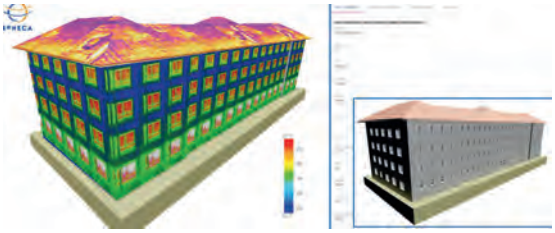

Figure 3, 3D building geometries visualised and managed online within the web-GIS platform; LOD1 (top left), LOD2 (top right) and LOD3 (bottom).
▲ *Figure 3, Difference to the reference in height elevation.*
Matterport is a product that lies between the two worlds of terrestrial scanning and mobile mapping. It combines a tripod-mounted depth camera system with cloud services that offer automated data post-processing. The scarcity of points in Figure 3 does not indicate that there is something amiss. On the contrary, the cloud is already thinned for 3D modelling purposes, and its accuracy – although less than that delivered by ZEB1 and Stencil – is undoubtedly adequate for various applications. On the downside, the 6-metre sensor range forces the user to do a lot of footwork.
There are multiple ways that may be used to differentiate the methods in terms of point cloud accuracy and precision. Differences can be sought between two point clouds A and B, between two similarly cut subsets of these point clouds, or between control points. In this comparison the authors have used the first two approaches. Figure 3 shows a subset of a point cloud, i.e. a ramp floor, captured in a car park. Note how the closest point accuracy behaves for different methods.
The 3D building models and the linked non-spatial information are stored in two different data containers. Efficient managing of both data containers may be done through a service platform accessible from a web-based client. In collaboration with Trilogis Srl, the authors developed a dedicated web-GIS platform based on the NASA Web World Wind API to store, access, analyse and update the heterogeneous information linked to the 3D building models. The main potentialities of the approach include: (1) 3D navigation, data visualisation and rendering, including sources of artificial night-time light and thermal maps; and (2) data query and editing, displaying non-spatial data in pop-up windows where information can be edited, enriched and updated. An example for the city of Trento is shown in Figure 3.
▲ *Figure 3, The class diagram of the LADM sub-package 'Survey and Representation'.*
The 'Survey and Representation' sub-package has a special focus on geodata acquisition and the infrastructure of cadastral properties. The sub-package facilitates a structure to store and manage all related objects, such as spatial sources and spatial data (Figure 3). The sub-package consists of four different classes and it feeds into the spatial unit package.